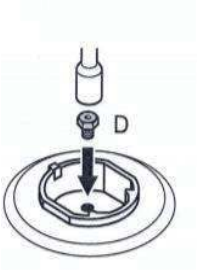

Figure 7.2
Installez l'injecteur (D) à convertir comme indiqué dans la Figure 7.2 (voir le Tableau 1 à la fin de ce manuel).